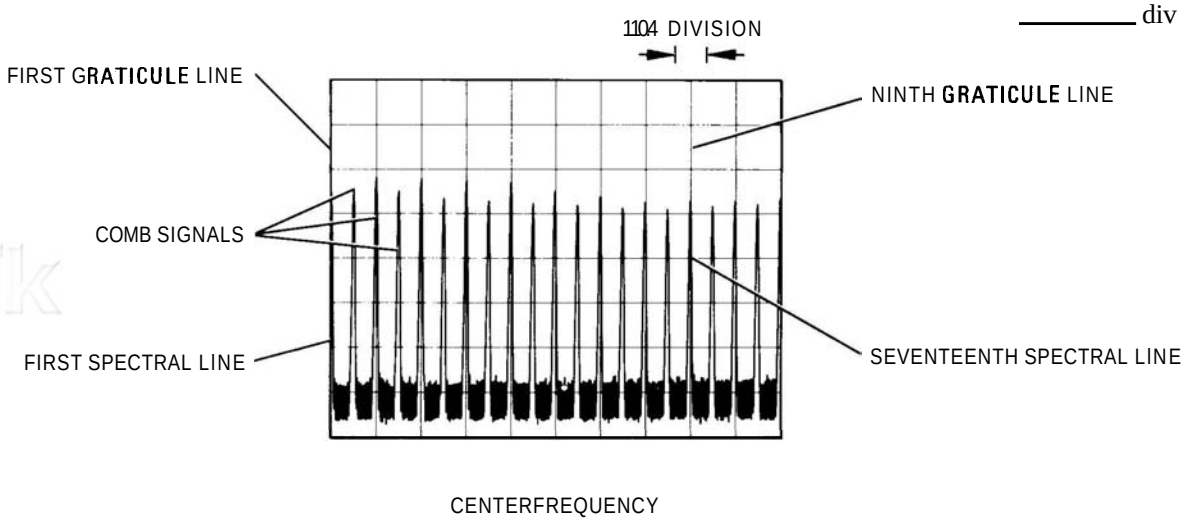

FIGURE 4-2. FREQUENCY SPAN ACCURACY MEASUREMENT FOR SEVENTEENTH SPECTRAL LINE
3. Adjust spectrum analyzer TUNING control to position one spectral line (from comb generator) at first graticule line (left-hand edge of display). Measure the error between 17th spectral line and 9th graticule line as shown in Figure 4-2. Error should be no greater than ±0.4 division.